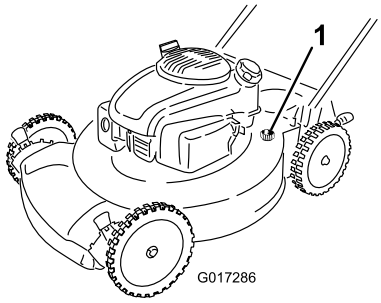

Figure 24
4. Branchez un tuyau d'arrosage, relié à une arrivée d'eau, au raccord de lavage de la machine (Figure 24).